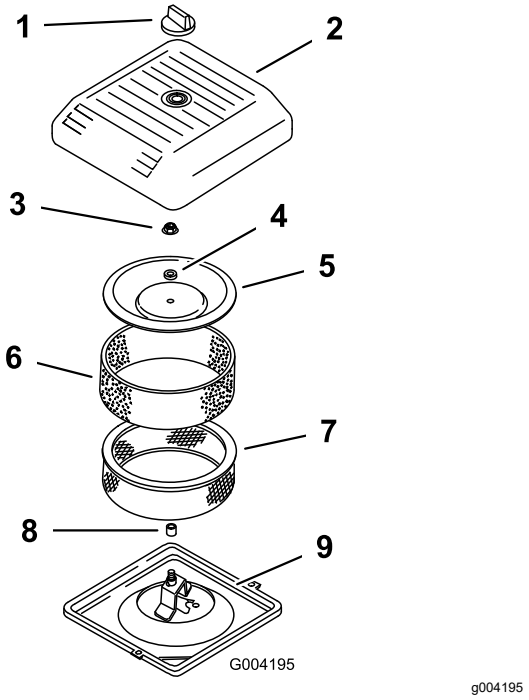

Rysunek 40
3. Odkręć pokrętło i zdejmij osłonę filtra powietrza (Rysunek 40).
4. Ostrożnie wysuń piankowy filtr wstępny z wkładu papierowego (Rysunek 40).
5. Odkręć nakrętkę pokrywy i zdejmij pokrywę, przekładkę i wyjmij filtr papierowy (Rysunek 40).
2. Umieść zespół filtra powietrza w podstawie filtra powietrza (Rysunek 40).
3. Zamocuj pokrywę, element dystansowy i zabezpiecz nakrętką pokrywy (Rysunek 40). Dokręć nakrętkę z momentem 11 N·m.
4. Załóż pokrywę filtra powietrza i zamocuj pokrętłem (Rysunek 40).